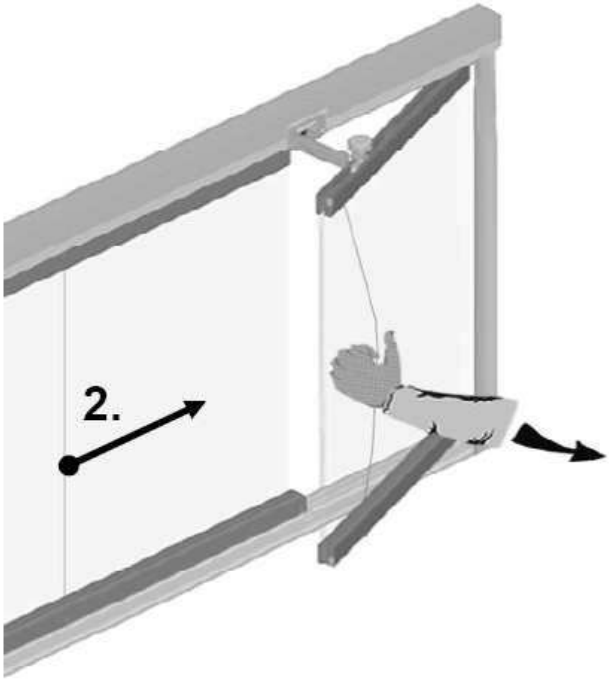

afb. 1.
1. De draaivleugel (met staaldraad) openen door het staaldraad naar u toe te halen en de draaivleugel te ontgrendelen. Deze 90° openen (afb. 1.).